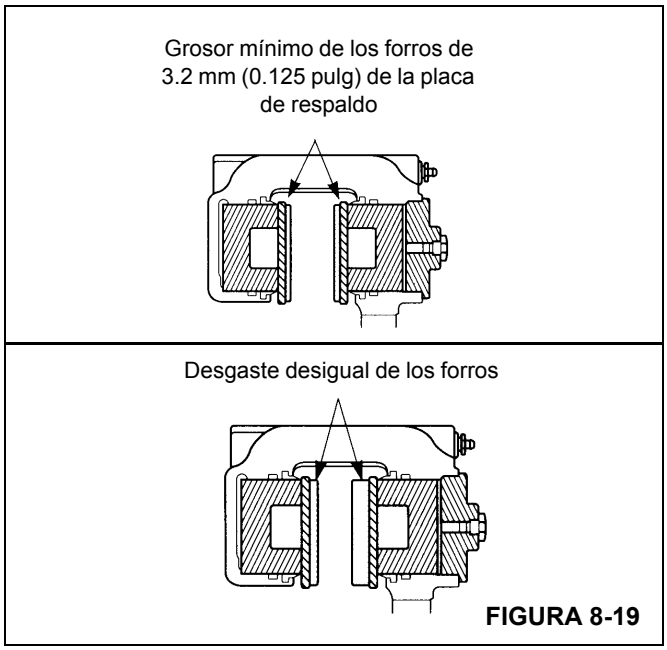

FIGURA 8-19
- Desgaste de forros. Reemplace los forros cuando su grosor mida menos de 3.2 mm (0.125 pulg) medido desde la placa de respaldo (Figura 8-19).
- Desgaste no uniforme de forros. Reemplace los forros si el grosor de los dos forros es significativamente desigual. Verifique que los émbolos funcionen correctamente. Reemplace el émbolo y/o la caja si uno de los émbolos se desvía dentro de su cavidad. Compruebe que la superficie del disco esté plana y paralela respecto a los forros (Figura 8-19).